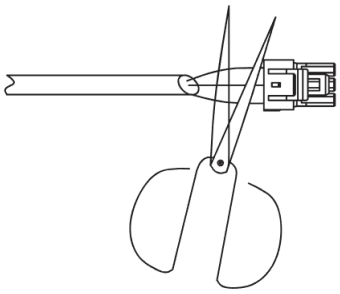

Fig. 43 —Shearing Outdoor Connector
1. Cut the connector on the outdoor unit side as shown in Fig 43.